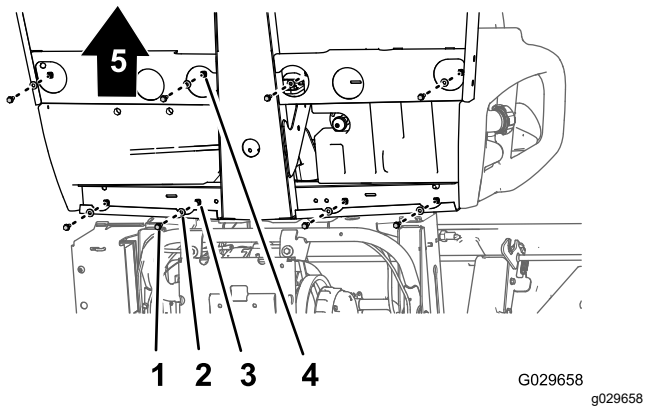
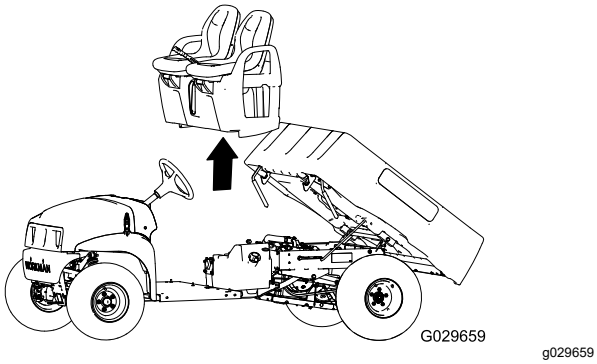

Figuur 42
Figuur 43
1. Verwijder aan de onderkant van de machine de 8 flenskopbouten en 8 ringen waarmee de stoelbasis is bevestigd aan de vloerplaat en het achterste kanaal van de cabine (Figuur 42).
2. Til voorzichtig de stoelen, de stoelbasis en de kabels van de parkeerrem van de machine (Figuur 42).
1. Til de stoelen en de stoelbasis op de machine en lijn de remkabels uit met het chassis (Figuur 42 en Figuur 43).
2. Lijn de openingen in de stoelbasis uit met de openingen in de vloerplaat en het achterste kanaal van de cabine (Figuur 42 en Figuur 43).